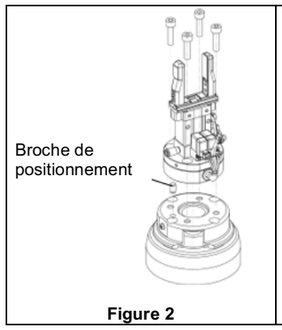

Figure 2
- Montez la pince pneumatique sur la bride comme indiqué sur la **Figure 2**. Les vis CHC sont serrées au couple de serrage maximal de 6.3 N.m.